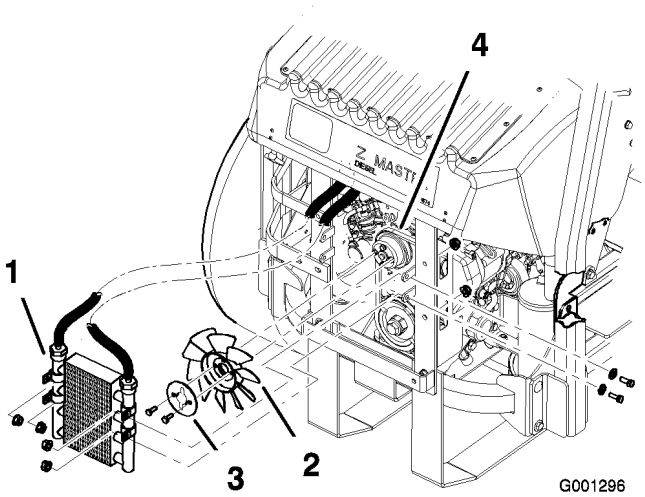

Figur 62
5. Ta bort de fyra bultar som håller fast oljekylaren och flytta kylaren åt sidan (Figur 62).
6. Ta bort de två bultar som håller fast fläkten och fläktplåten på maskinen (Figur 62).
10. Montera fläkten och fläktplåten på maskinen med hjälp av de två bultarna som togs bort tidigare (Figur 62).
11. Montera oljekylaren med de fyra bultarna som togs bort tidigare (Figur 62).